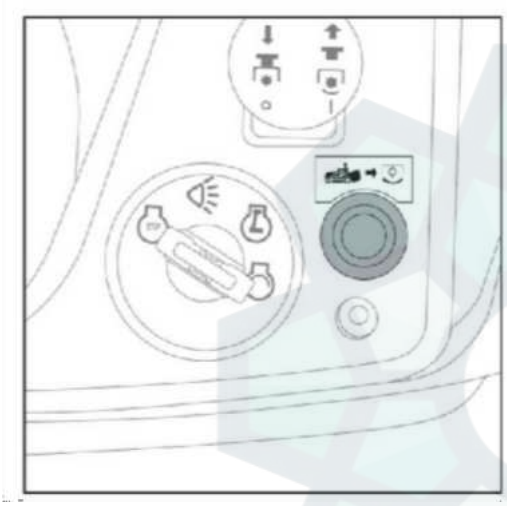

Рис. 21
2. Нажмите кнопку «Кошение задним ходом» (рис. 21).